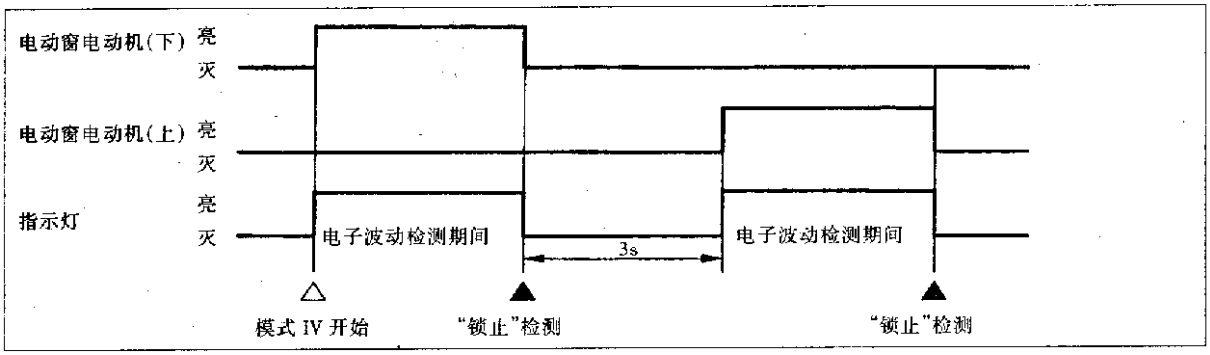

图 12 - 15 - 9
(2)在模式 IV 中,司机侧的电动窗是自动工作的。当电动窗电机工作时,无论是升还是降,指示灯(车内灯及脚踏照明灯)均点亮。当探测到电动窗锁止时,电动窗电机将停转,同时指示灯熄灭,见图 12 - 15 - 9。